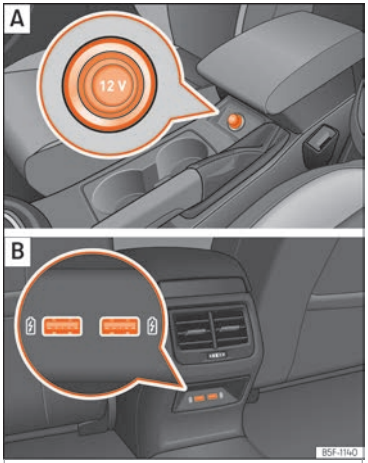

Fig. 169 A Centre console: front 12 volt power socket. B Rear of the centre console: USB sockets.
– Remove the connector located in the centre console from the power socket ››› Fig. 169 A.
These USB ports are located at the rear of the console, between the front seats ››› Fig. 169 B. These connectors can work at a maximum power of up to 10.5 W per port.